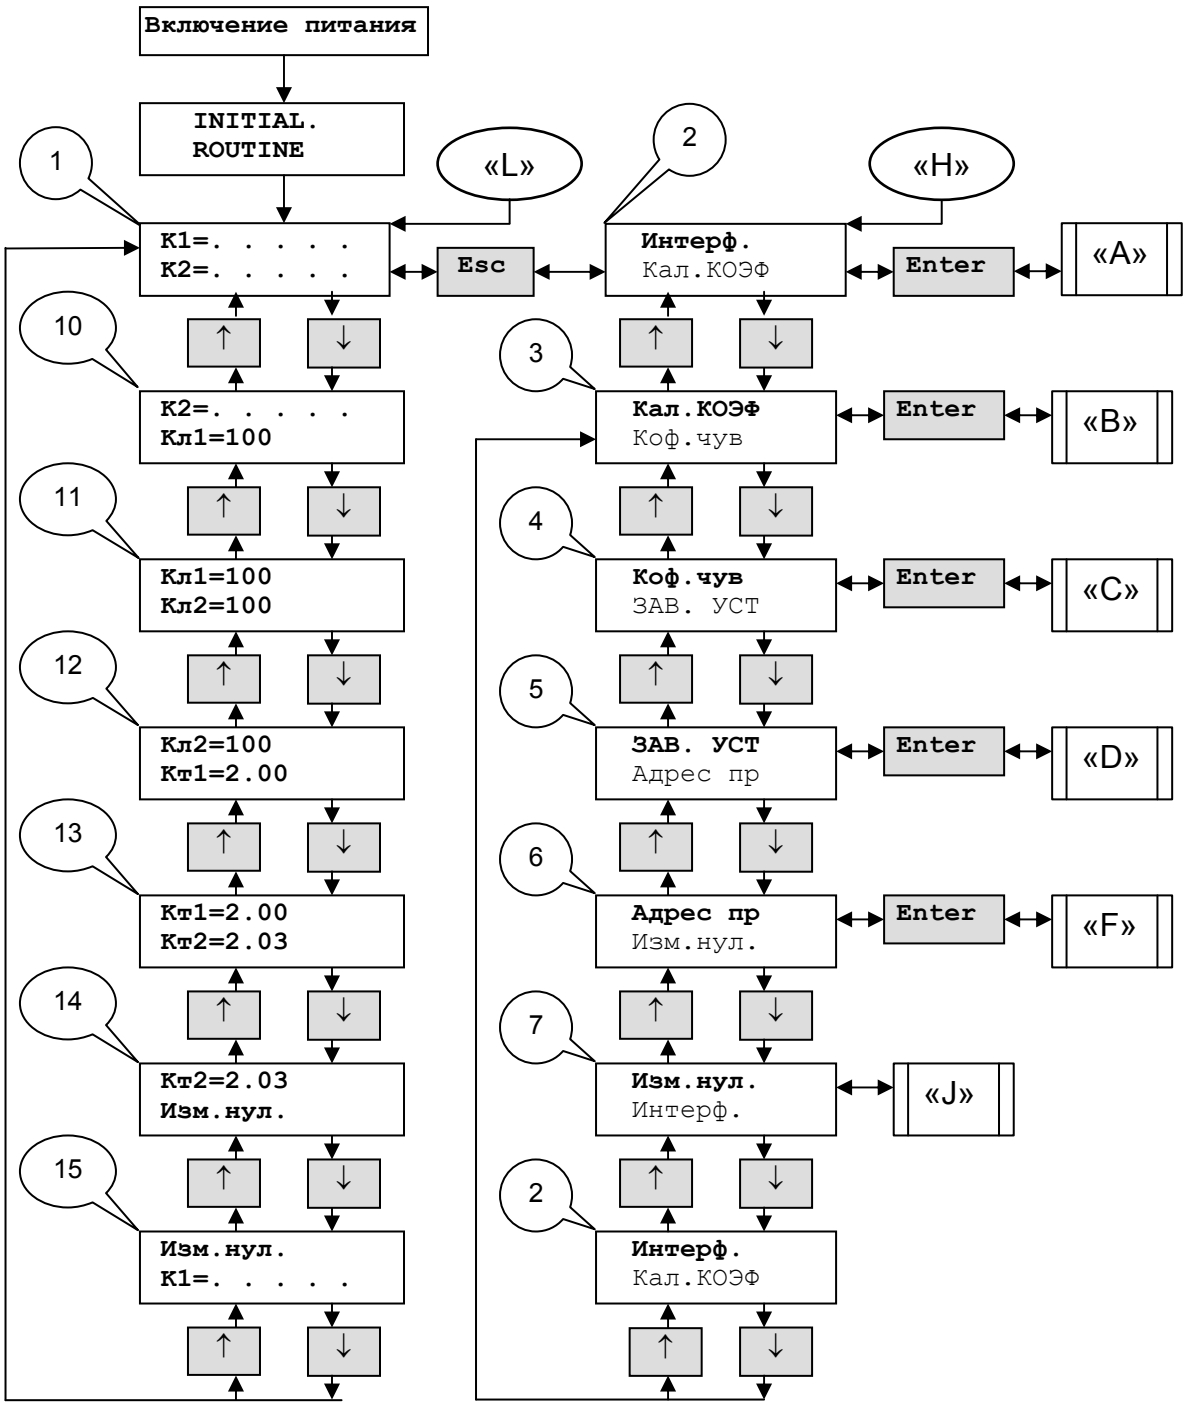

Рисунок 2 – Структура работы с клавиатурой и индикатором
4.5.2.1 При включении питания на индикаторе (рисунок 2) высвечивается стартовые сообщения - «INITIAL ROUTINE», смотри рисунок 2.